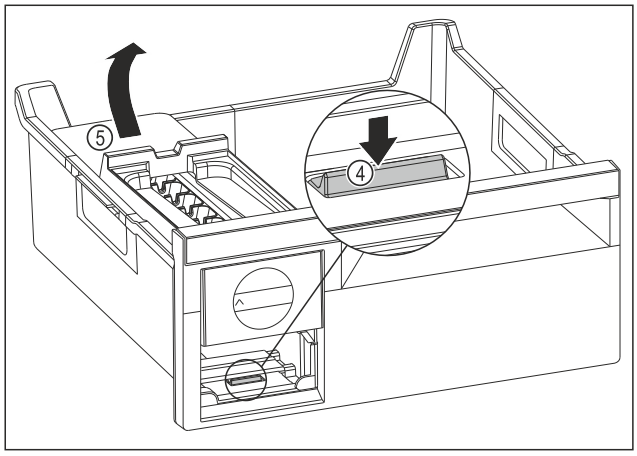

Fig. 212
- ▶ Removing the EasyTwist-Ice body: Use your finger to push the tab *Fig. 212 (4)* down and use your other hand to lift the EasyTwist-Ice body *Fig. 212 (5)* from behind at the same time.